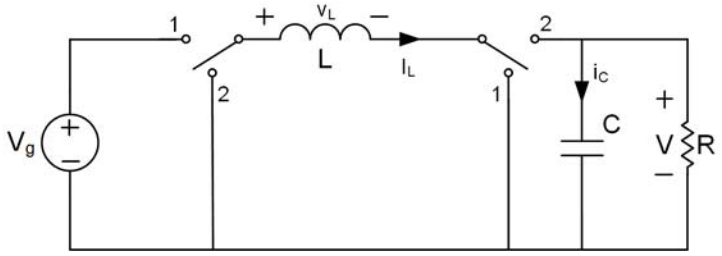

Figure 3.a – Convertisseur élévateur-abaisseur
a) En utilisant le diagramme du convertisseur élévateur-abaisseur illustré à la figure 3.a, expliquez le principe de fonctionnement pour les deux modes de fonctionnement (élévateur et abaisseur.) Afin de justifier adéquatement votre réponse, utilisez le diagramme du convertisseur de la figure 3.a (vous pouvez le reproduire dans votre cahier de réponse.) (*10 points*)
b) En utilisant le principe de la balance des volts-seconde, le principe de la charge des condensateurs ainsi que l'approximation de faible ondulation sur la tension du condensateur, démontrez que le rapport de conversion CC du convertisseur élévateur-abaisseur non-inverseur illustré à la figure 3.a est donné par :
Où D représente le rapport cyclique de l'interrupteur en position 1. Pour effectuer votre démonstration, utilisez les polarités illustrées sur la figure 3.a. (*10 points*)